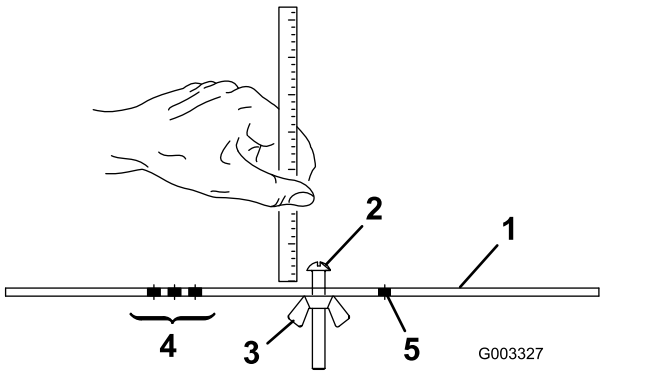

Figura 16
2. Afloje la tuerca de la barra de ajuste (Figura 16) y ajuste el tornillo para la altura de corte deseada.